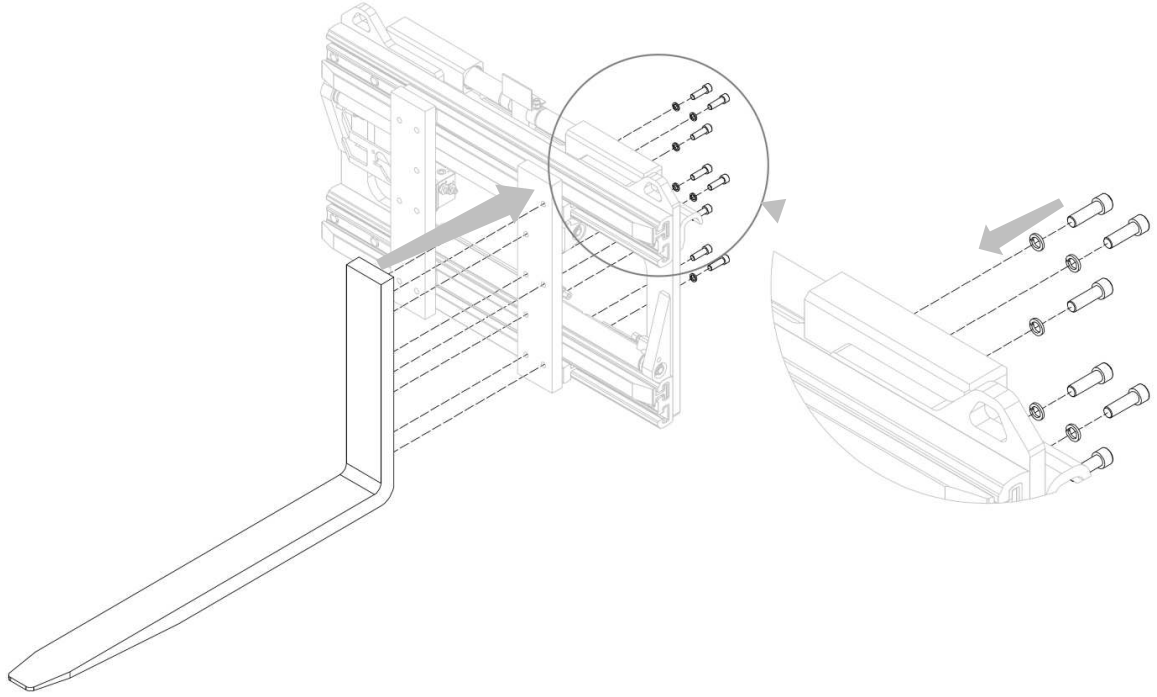

Figura 11
2. Aplicar las horquillas a los platos corresponidentes, apretando los tornillos que las bloquean (mira *Figura 11*).